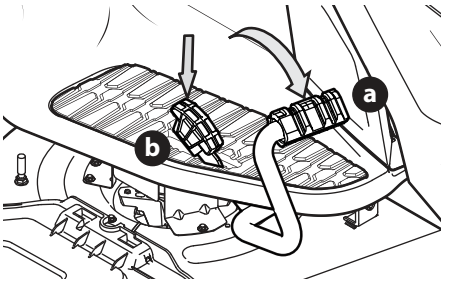

Fig. 27
2. Para conducir HACIA ADELANTE, presione lentamente el pedal de marcha adelante (a) hasta alcanzar la velocidad deseada (Fig. 27).
3. Para conducir MARCHA ATRÁS, verifique que el área de atrás esté despejada; luego presione lentamente hacia adelante el pedal de marcha atrás (b) hasta alcanzar la velocidad deseada (Fig. 27).